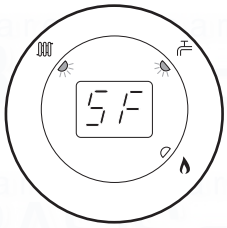

Fig. 45
4. The display will now alternate between 'SF' and the current boiler temperature and both green LEDs will flash (Figs. 45 & 46).